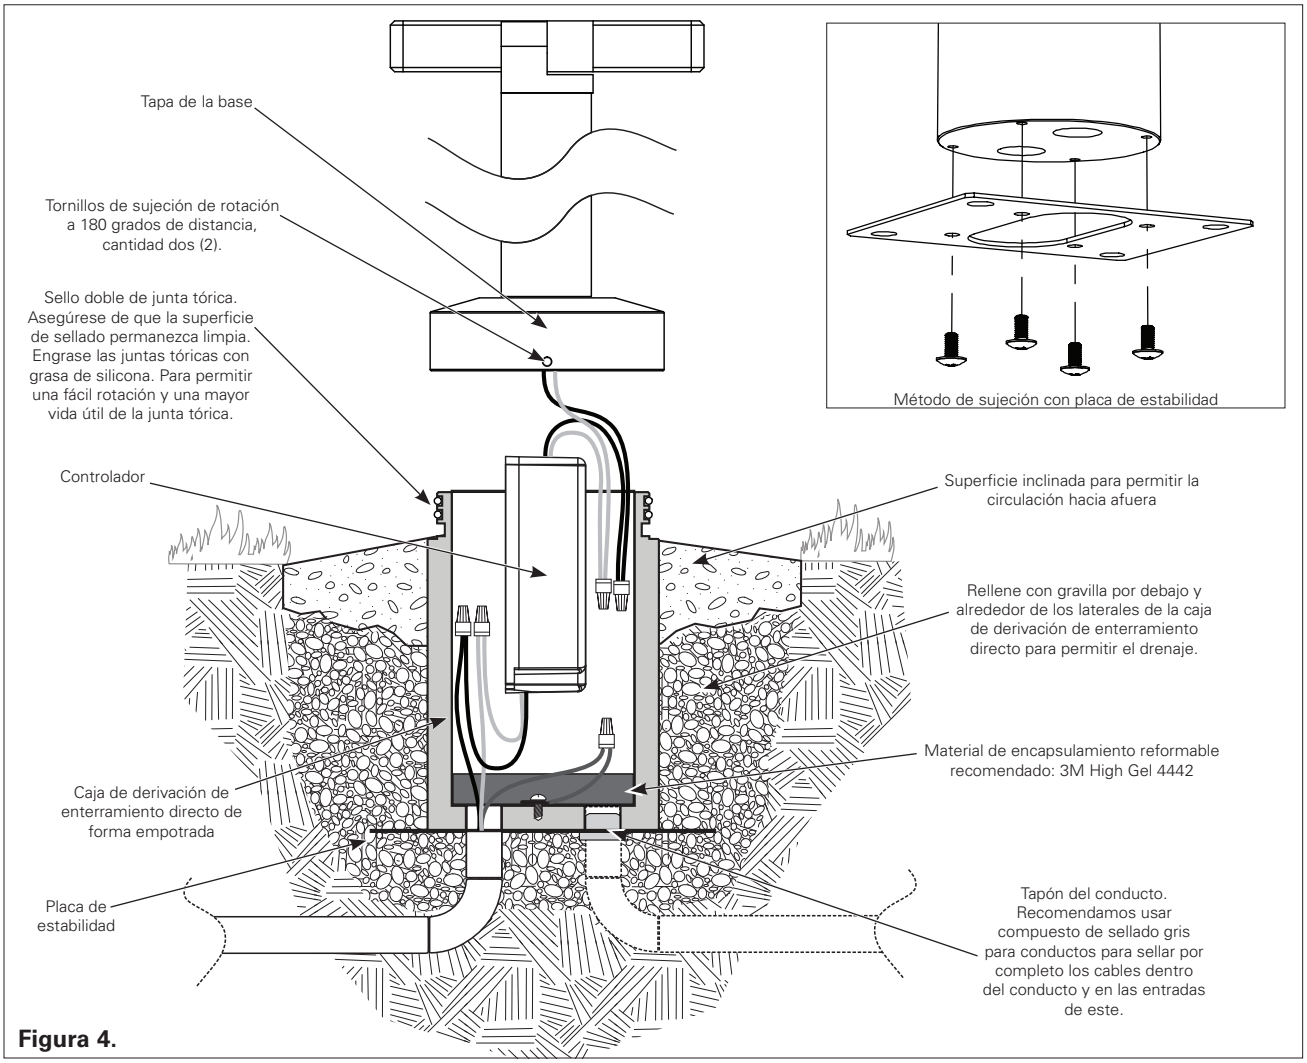

Figura 4.
3. Sujete la placa de montaje de estabilidad según sea necesario. Se sujeta a la base de la caja de derivación con los cuatro tornillos de cabeza Phillips de 10-32 (incluidos). Consulte la Figura 4 como referencia. La placa de estabilidad ha sido diseñada para admitir pernos de anclaje de 3/8" para brindar un soporte adicional en las aplicaciones de vertido de tierra o concreto.